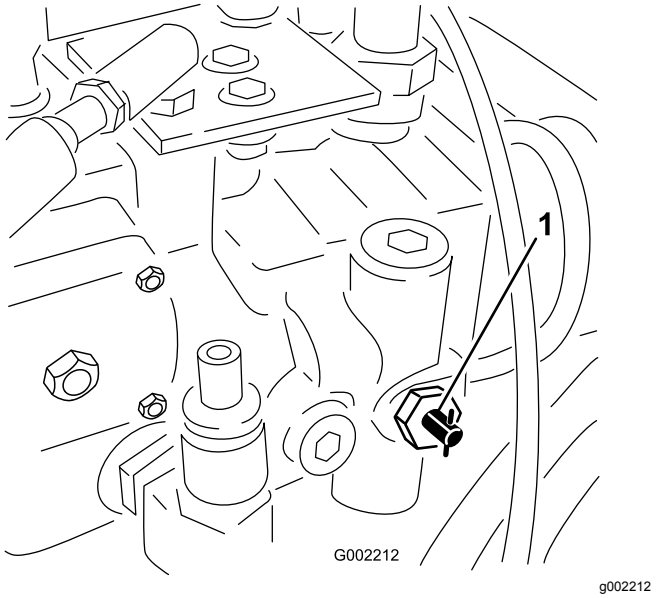

**Рисунок 52**
1. Поверните клапан буксировки (Рисунок 52) на 90 градусов в любом направлении, чтобы открыть его.